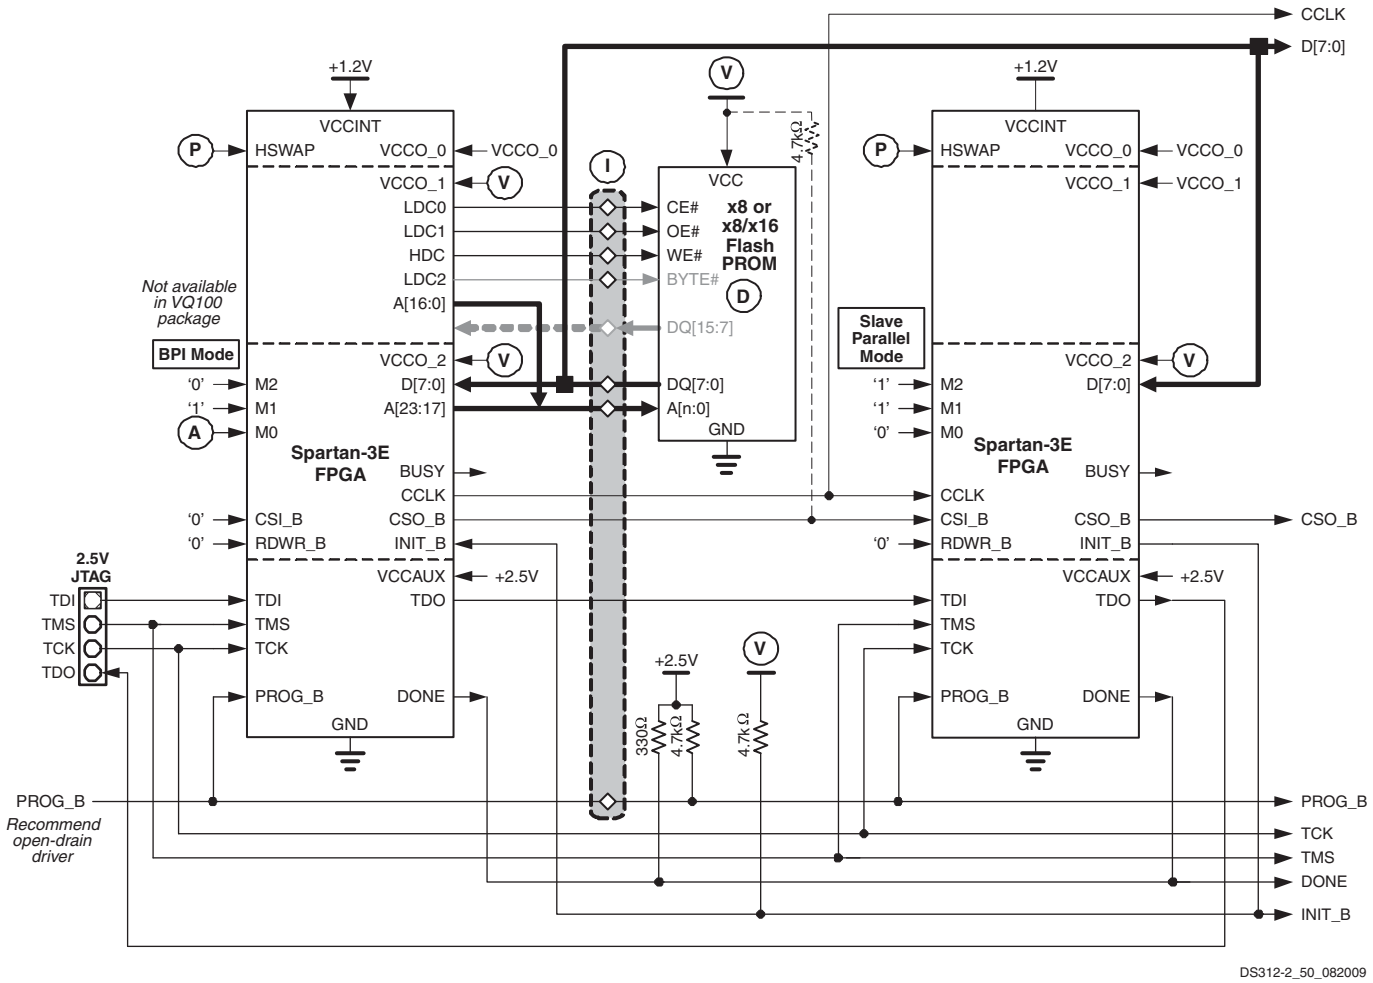

Figure 59: **Daisy-Chaining from BPI Flash Mode**
If the application requires multiple FPGAs with different configurations, then configure the FPGAs using a daisy chain, as shown in Figure 59. Use BPI mode (M[2:0] = <0:1:0> or <0:1:1>) for the FPGA connected to the parallel NOR Flash PROM and Slave Parallel mode (M[2:0] = <1:1:0>) for all downstream FPGAs in the daisy-chain. If there are more than two FPGAs in the chain, then last FPGA in the chain can be from any Xilinx FPGA family. However, all intermediate FPGAs located in the chain between the first and last FPGAs must from either the Spartan-3E or Virtex®-5 FPGA families.
(I) In a production application, the parallel Flash PROM is usually preprogrammed before it is mounted on the printed circuit board. In-system programming support is available from third-party boundary-scan tool vendors and from some third-party PROM programmers using a socket adapter with attached wires. To gain access to the parallel Flash signals, drive the FPGA's PROG_B input Low with an open-drain driver. This action places all FPGA I/O pins, including those attached to the parallel Flash, in high-impedance (Hi-Z). If the HSWAP input is Low, the I/Os have pull-up resistors to the V_{CCO} input on their respective I/O bank. The external programming hardware then has direct access to the parallel Flash pins. The programming access points are highlighted in the gray boxes in Figure 58 and Figure 59.
The Slave Parallel mode is also used with BPI mode to create multi-FPGA daisy-chains. The lead FPGA is set for BPI mode configuration; all the downstream daisy-chain FPGAs are set for Slave Parallel configuration, as highlighted in Figure 59.